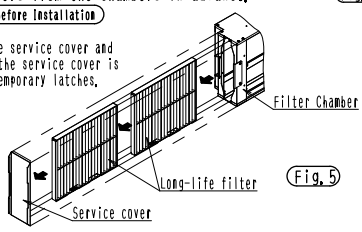

Fig. 5
(2) Remove the long life filters from the chambers in advance. (Fig. 5)